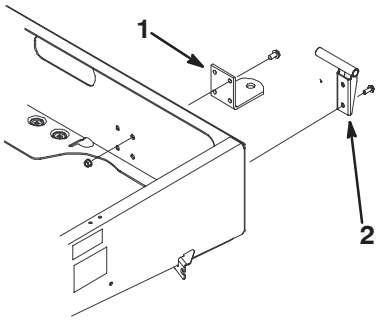

**Figur 7**
2. Monter venstre svingbrakett til venstre hjørne av rammen med 2 flenshodeskruer (3/8 x 1 tomme). Plasser braketten som vist i figur 7.